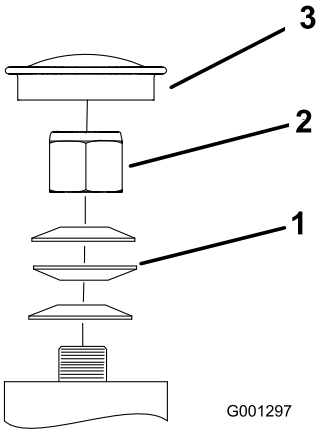

**Figur 57**
3. Fjern støvhætten fra styrehjulet, og spænd låsemøtrikken (Figur 57).
4. Spænd låsemøtrikken, indtil fjederskiverne er flade, og skru derefter 1/4 omgang ud for at indstille forspændingen på lejerne korrekt (Figur 57).
**Vigtigt: Sørg for, at fjederskiverne monteres korrekt som vist i Figur 57.**
5. Monter støvdækslet (Figur 57).